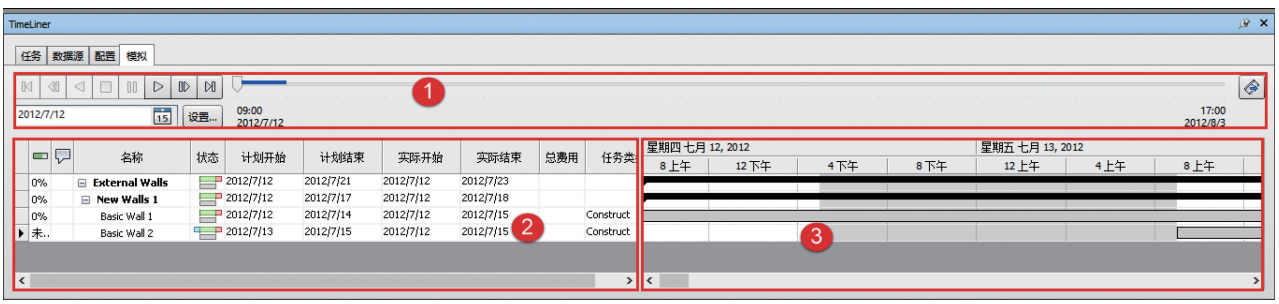

图 9-17
【模拟】选项卡由一个工具栏、左侧的模拟视图和右侧的甘特图视图组成，如图 9-17 所示。通过该选项卡可以在项目进度的整个持续时间内模拟 TimeLiner 序列。
### 1. 工具栏（图 9-17 中的①号位置）
### 2. 模拟视图（图 9-17 中的②号位置）
### 3. 甘特图视图（图 9-17 中的③号位置）